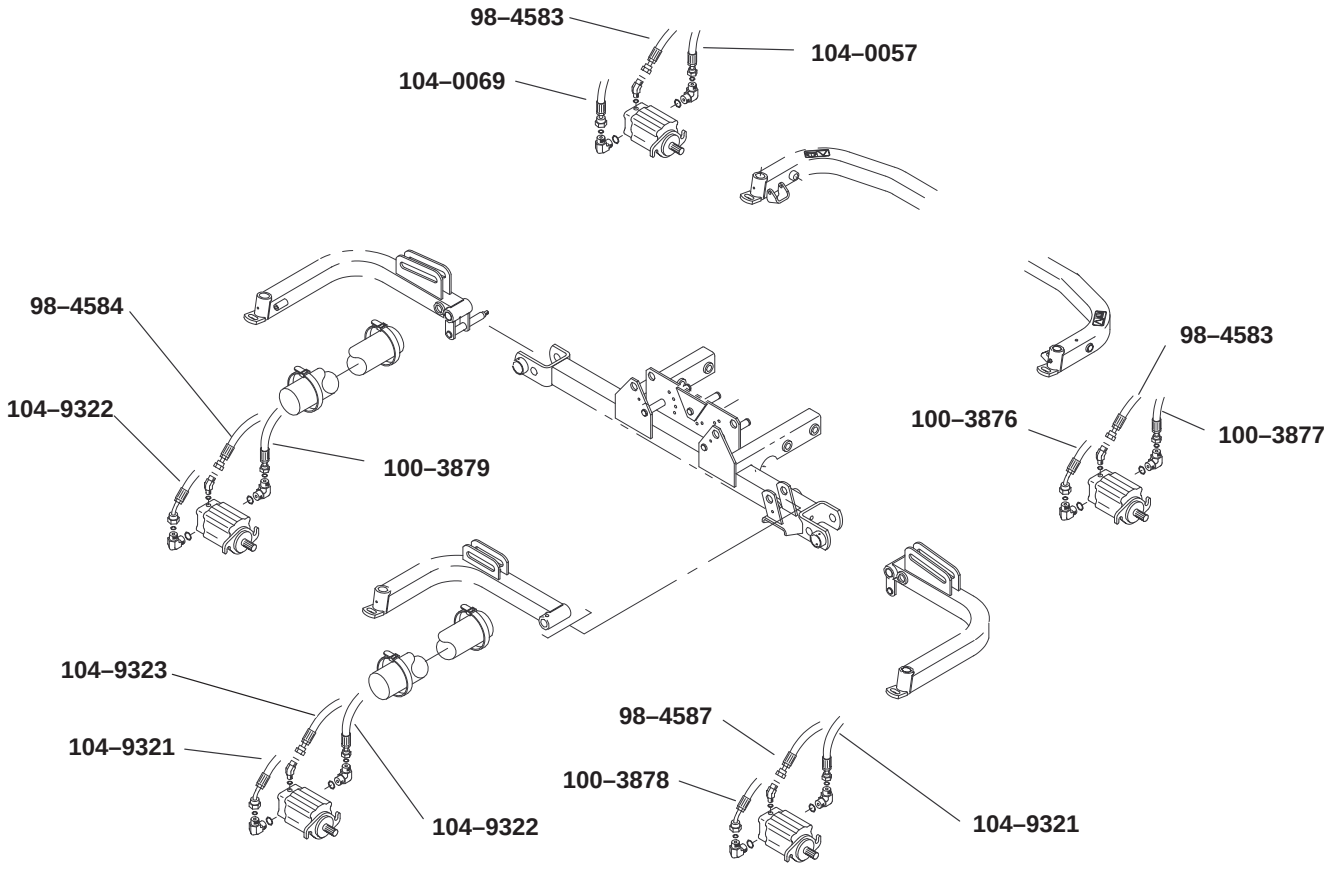

Figure 3
1. Locate and remove hoses to be replaced. Refer to figure 3.